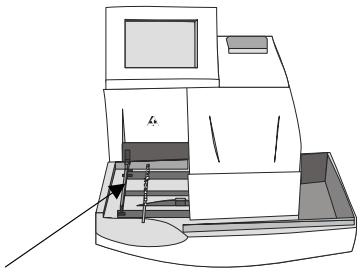

Figure 5-6
Step 4: when pusher returns to the start position (Figure5-6), put another reagent strip to keep testing.